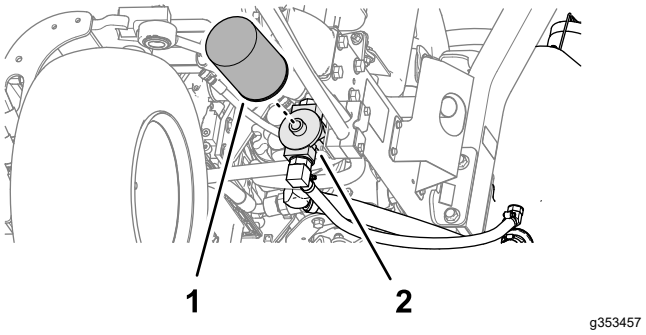

Rysunek 92
2. Oczyść obszar wokół filtra. Podstaw pod filtr wanienkę na olej (Rysunek 92) i odkręć filtr.